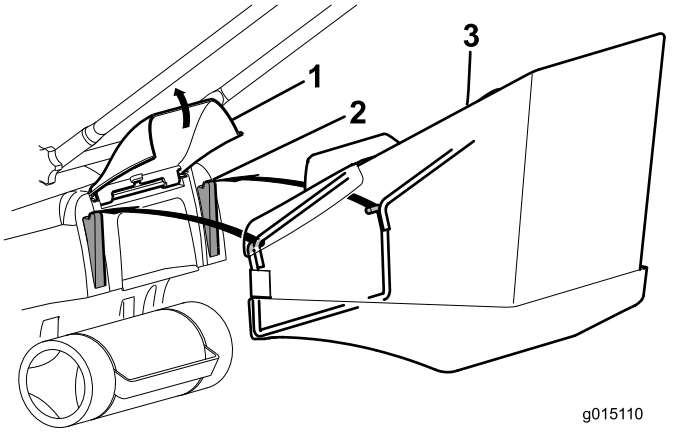
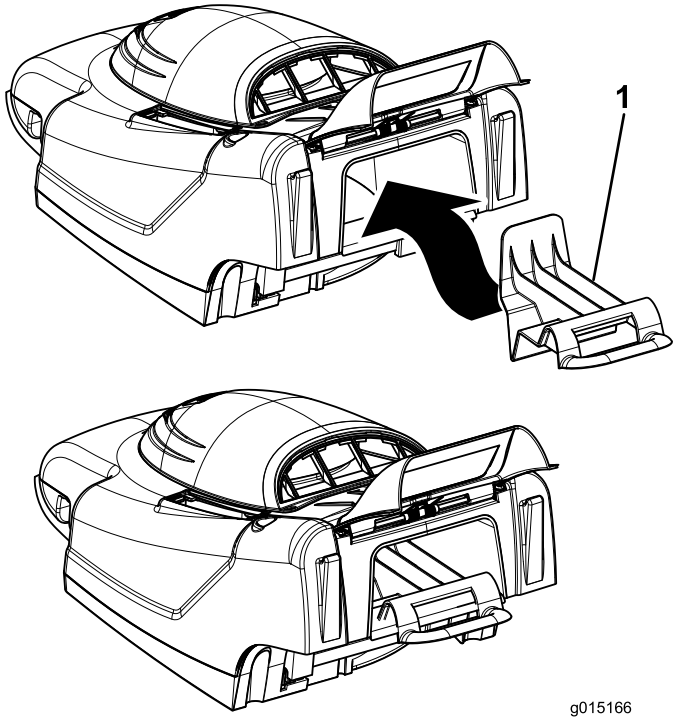

Figuur 14
Figuur 15
1. Breng de achterklep omhoog, verwijder de mulchplug (Figuur 15), en monteer de grasvanger op de lippen (Figuur 14).
Opmerking: Om over te gaan van opvangen naar recyclen, verwijdert u de grasvanger en plaatst u de mulchplug die u verwijderd hebt in stap 1 (Figuur 15).